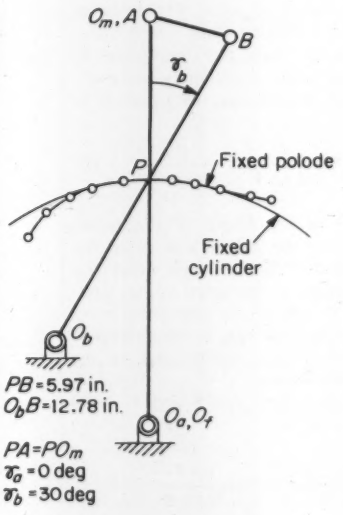

Fig. 7—Second estimate for example in Fig. 6.
4. A better solution is shown in Fig. 7. Estimates were: $PA = PO_m$, $\gamma_a = 0$ deg, $\gamma_b = -30$ deg.